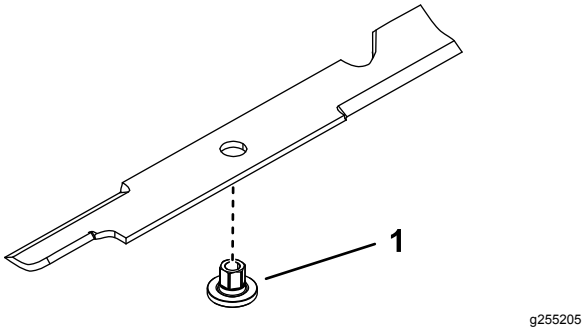

Figuur 110
1. Monteer de lagerbus door het mes met de flens van de lagerbus op de onderste kant van het mes (Figuur 110).